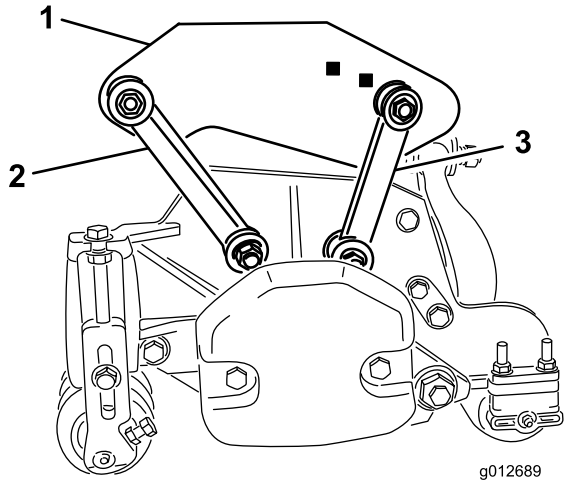

**Figur 19**
- Fest fremre monteringskoblinger til bærerammehullene med en bolt (3/8 x 2 1/4 tommer), to flate skiver og en låsemutter som vist i Figur 19. Plasser en skive på hver side av koblingen når du monterer. Stram til festene med et moment på 42 Nm.
- Fest monteringskoblingene til bakre bærerammehull med en bolt (3/8 x 2 1/4 tommer), to flate skiver og en låsemutter som vist på Figur 19. Plasser en skive på hver side av koblingen når du monterer. Stram til festene med et moment på 42 Nm.